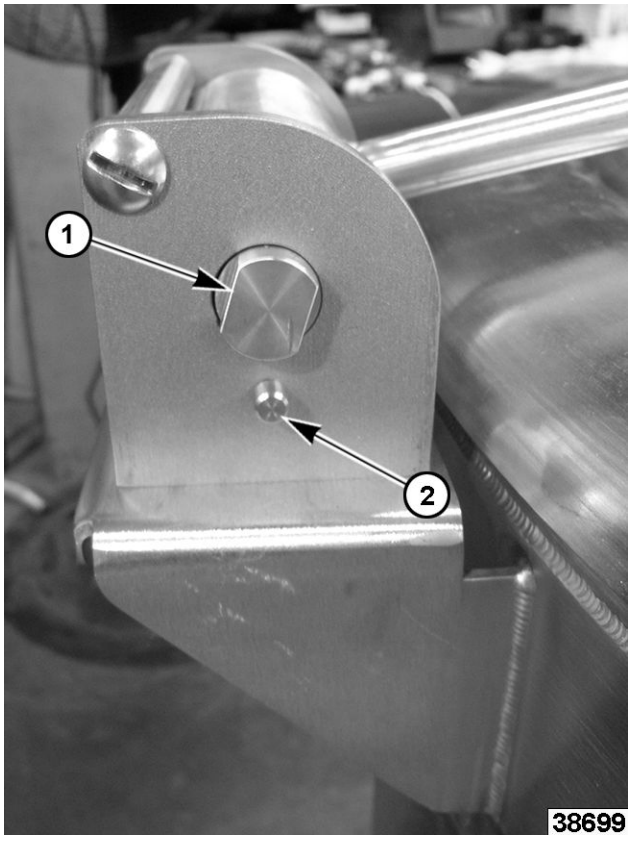

Fig. 17
A. Place 9/16" wrench on flats (1, Fig. 17) and hold in place.
B. Partially pull pin (2, Fig. 17) out.